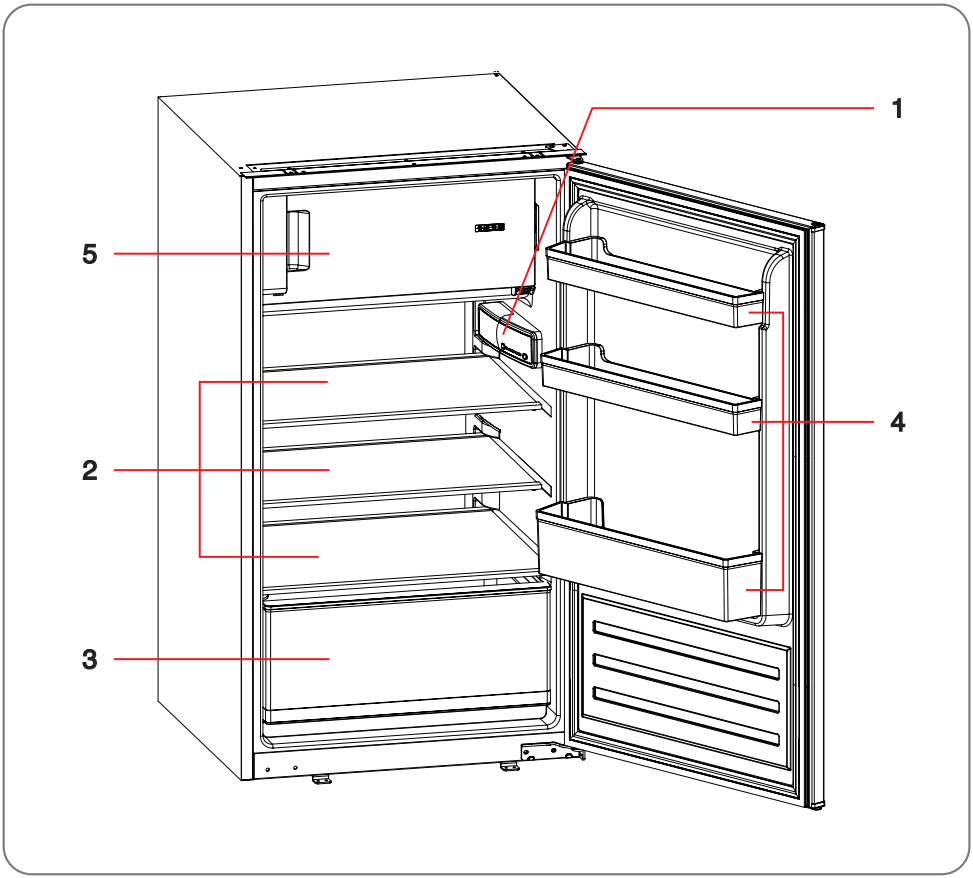

Abb. 4.1
- Das Bedienfeld für die Temperaturregelung befindet sich im mittleren Bereich im Inneren des Geräts (1, Abb.4.1).
- Zum Einschalten des Geräts halten Sie die Taste „Power" (A) 3 Sekunden lang gedrückt. Die Anzeige leuchtet auf, wenn das Gerät eingeschaltet ist.
- Drücken Sie die Taste „Adjust" (B), um die Temperatur im Innenraum einzustellen, die Zahl auf dem Display beginnt zu blinken. Wenn Sie die Taste loslassen, blinkt die Zahl weiter; nach 5 Sekunden hört das Blinken auf und die gewählte Temperatur wird automatisch bestätigt. Wiederholen Sie den Vorgang, bis die gewünschte Stufe erreicht ist. Der Temperaturregelungsbereich reicht von „1" bis „5" (C).